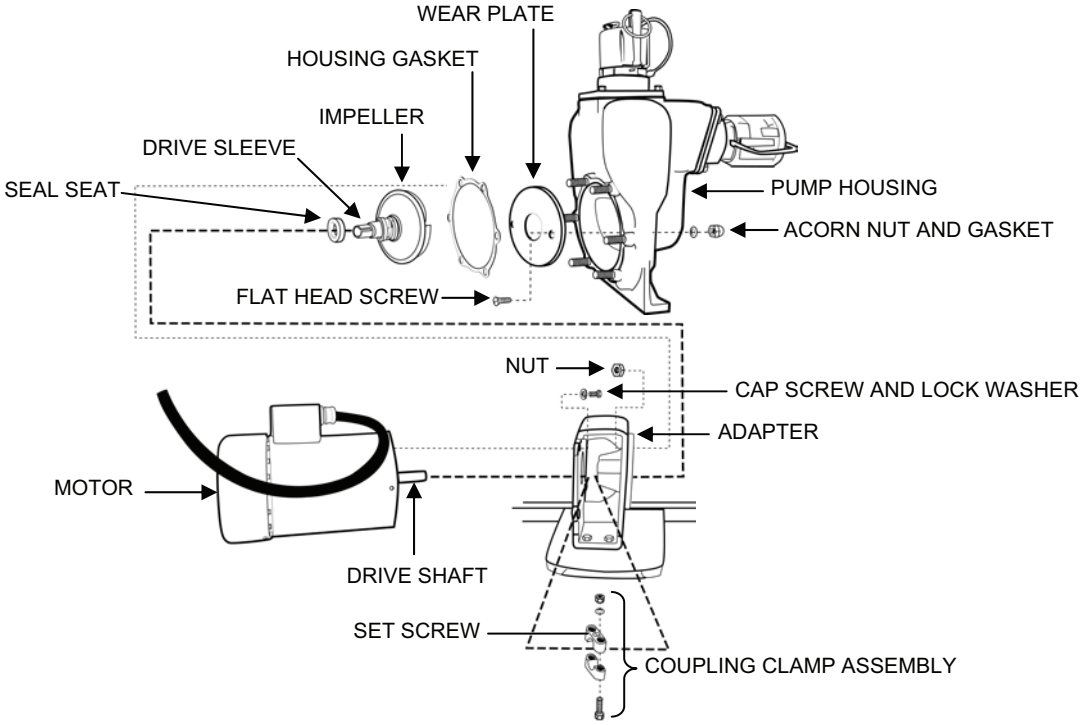

Figure 13. P-1 and P-2 Pump, Adapter, and Wear Plate Removal.
2. Remove the pump from the diesel engine (P-1 Pump skid) or remove the pump from the motor (P-2 Pump skid) as follows (see Figure 13):